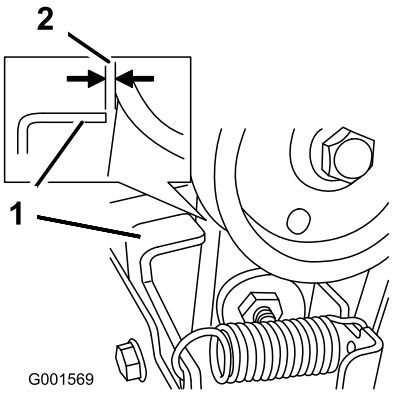

Figur 37
3. Når snegle-/rotorgrebet er udkoblet, skal du sørge for, at mellemrummet mellem sneglens koblingsenhed og tappen er 1,5 mm) (Figur 37).